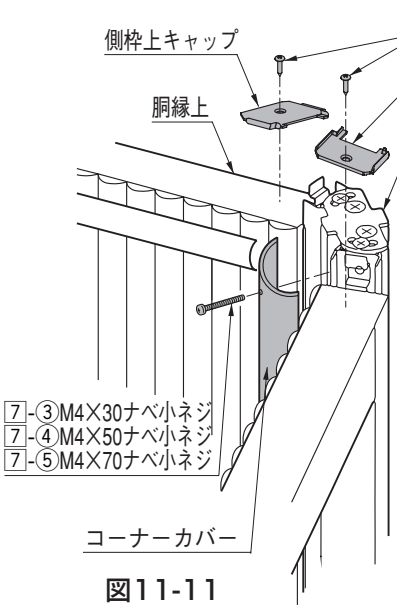

図11-11
⓬下表を参考にして7-③,7-④,7-⑤,のいずれかを選び、コーナーカバーを取付けてください。(図11-11参照)
⓮側枠に側枠上キャップをかぶせ7-⑥で胴縁上に取付けてください。（図11-11参照）